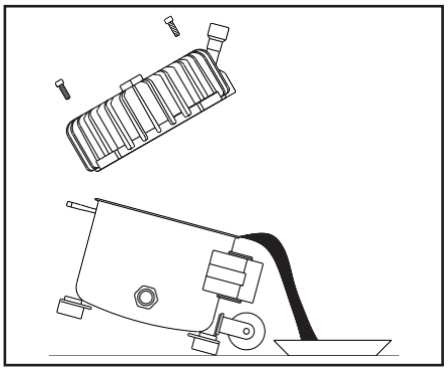

Fig. 10
Gør som følger fig.10:
D) Udæt kontraventil. Den fleksible trykslange demonteres og det kontrolleres, om der er luft ud af ventilen. I så fald skrues ventilhætten af (fig. 10 enhed 1), gummiskiven (enhed 2) og stedet, hvor den sidder, tørres af med en ren klud og det hele samles forsigtigt igen. Hvis kontraventilen stadig er udæt, skal hele ventilen udskiftes